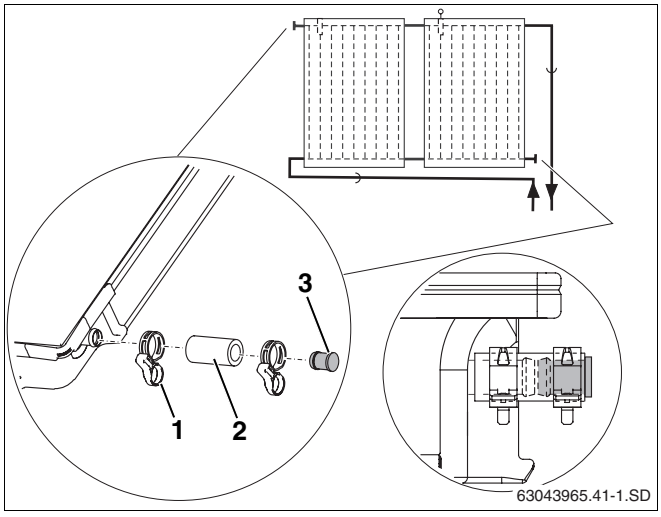

Abb. 40 Blindstopfen und Federbandschelle montieren
- Solarschläuche 55 mm (Abb. 40, **Pos. 2**) mit dem vormontierten Blindstopfen auf die beiden freien Anschlüsse des Kollektorfeldes stecken.